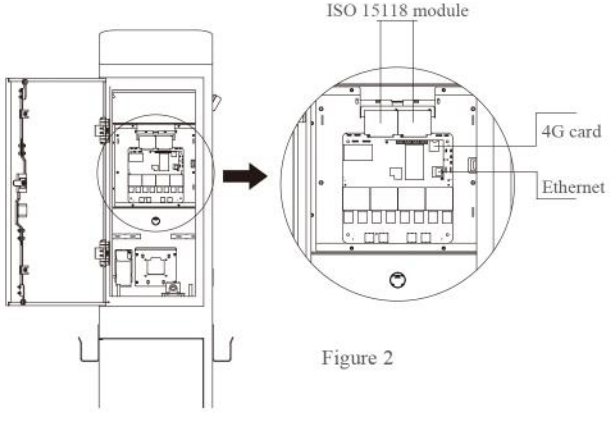

Figure 2
* (Optional) Use Ethernet for Communication: Pass the Ethenet cable through the hole along with hardwire cable, connect Ethenet cable to the port. (Figure 2)
* (Optional) Use 4G for Communication: Insert Micro SIM card in the slot to access 4G net. (Figure 2)